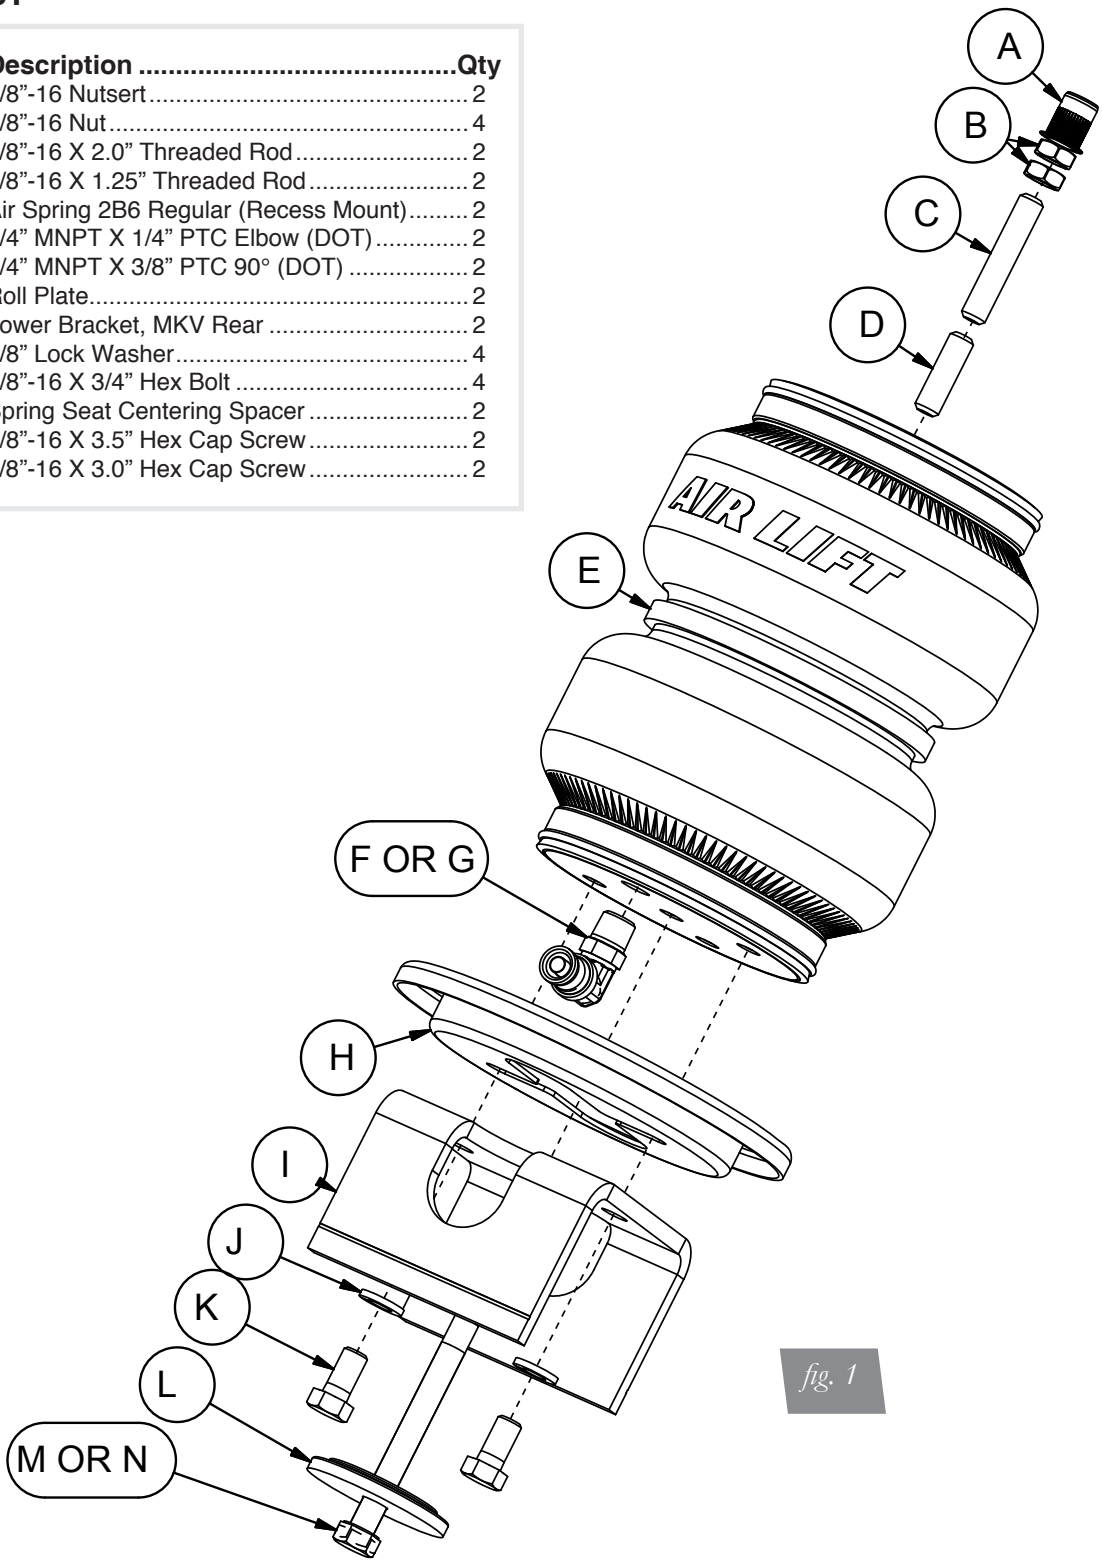

fig. 1
8. Two lengths of threaded studs are included with the kit (C or D, fig. 1). The shorter stud is for vehicles that retain the coil spring perch bump. The longer threaded stud is for vehicles without the spring perch bump. Apply Loctite to the threads of the upper end cap and thread in the appropriate stud. Take the supplied nuts and thread both onto one stud (fig. 9, 10). Using the nuts jammed together, tighten the stud into the end cap until it bottoms (fig. 11). Remove both nuts (fig. 12).
If the lower bracket has been cut, the shorter length bolt should be used to secure the assembly to the lower transverse link with the centering washer and lock washer. Uncut brackets use the longer bolt (C or D, fig. 1) (fig. 26).